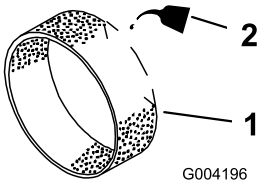

Figur 44
3. Häll 30 till 60 ml olja på förfiltret (Figur 44).